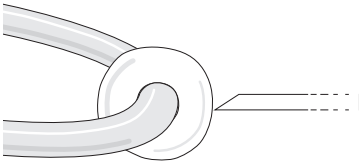

Fig. 21— Pipette tip close to glass bead
3. With heat off, move the tip close to the point that the filament expanded to (Fig. 21).